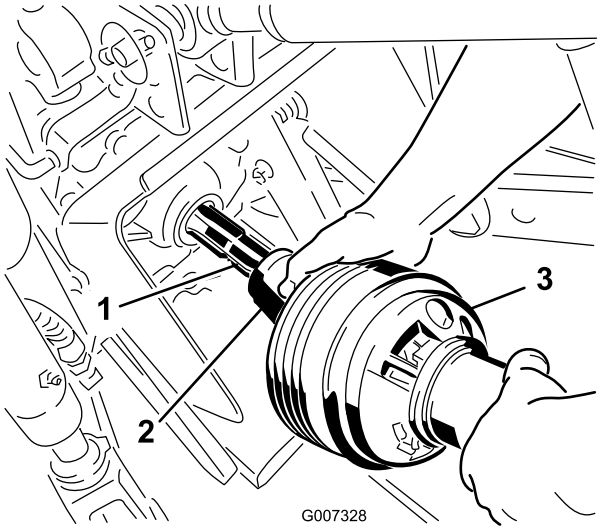

Figur 21
3. Koble kraftuttaksakselen til traktorens kraftuttaksaksel (Figur 21).